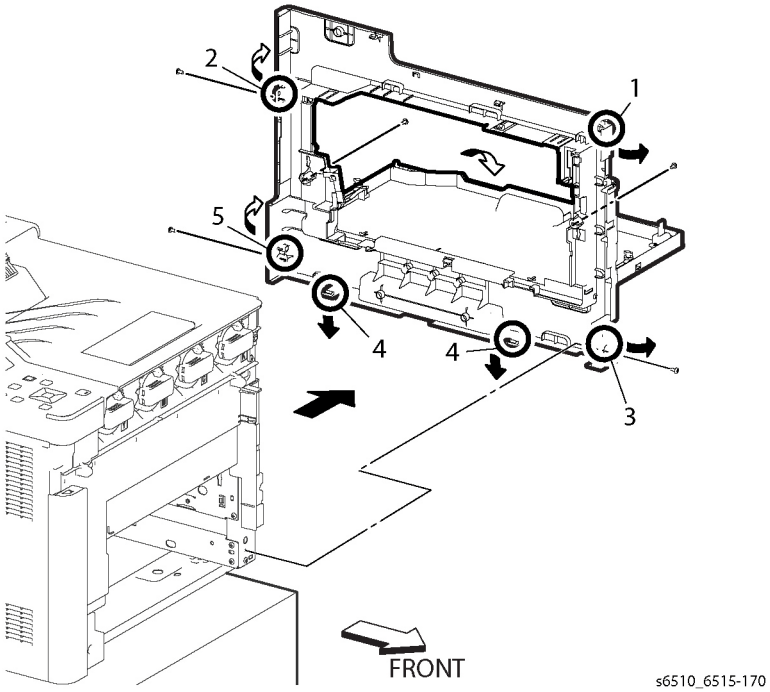

Figure 1 Remove the Right Side Cover Assembly (SFP)
9. Refer to Figure 1 to remove the five screws (silver, M3x6mm) attaching the Right Side Cover Assembly.
11. Following the sequence shown in Figure 1, release the hooks and bosses of the Right Side Cover Assembly, and remove the cover.